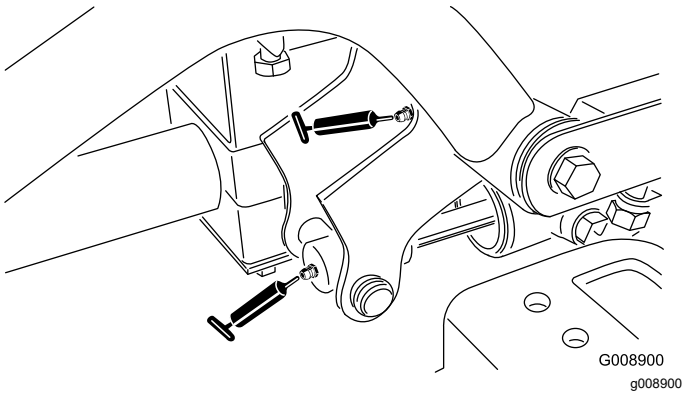

**Figur 51**
- Høyre fremre løftearmstapp og løftesylinder (2) (Figur 51)